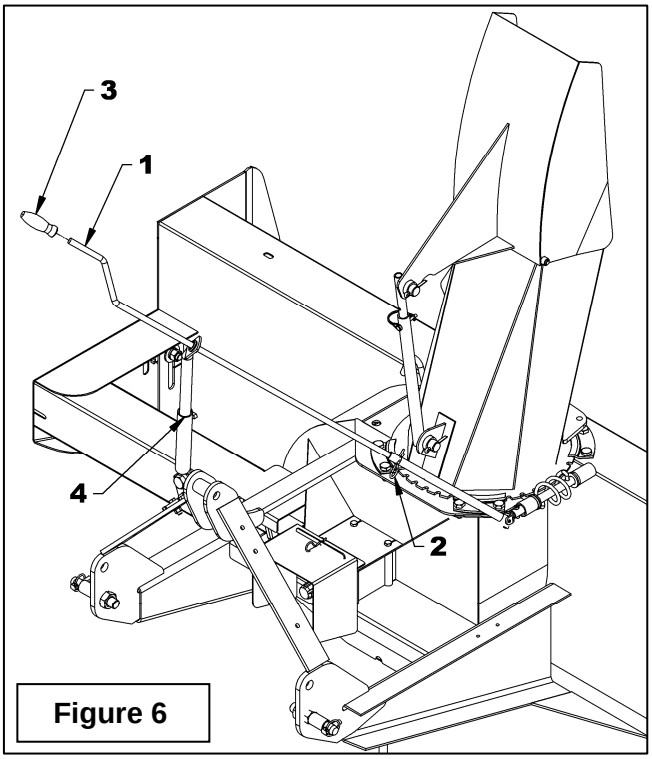

Figure 6
11. **Figure 6:** Insert the handle (item 1) in the handle support (item 4) and in the rotation tube. Select desired length, align nearest holes and secure with the 4 mm x 80mm hairpin (item 2). Install the plastic handle (item 3).
13. **Figure 6:** To insure the manual rotation functions properly, position the handle support (item 4) the closest possible to the top link mounting point of the three point hitch while making sure it does not come into contact with the operator's seat when the snowblower is fully raised.